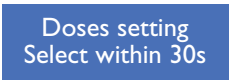

fig. 06
- With the machine on, press the Continuous Dispensing button on the Left-hand drink buttons and hold it down (for over 8 seconds) until the dose-programming menu is displayed. All the drink buttons lights will be turned on and the Continuous Dispensing button light will flash. The display will be as shown in fig. 06.